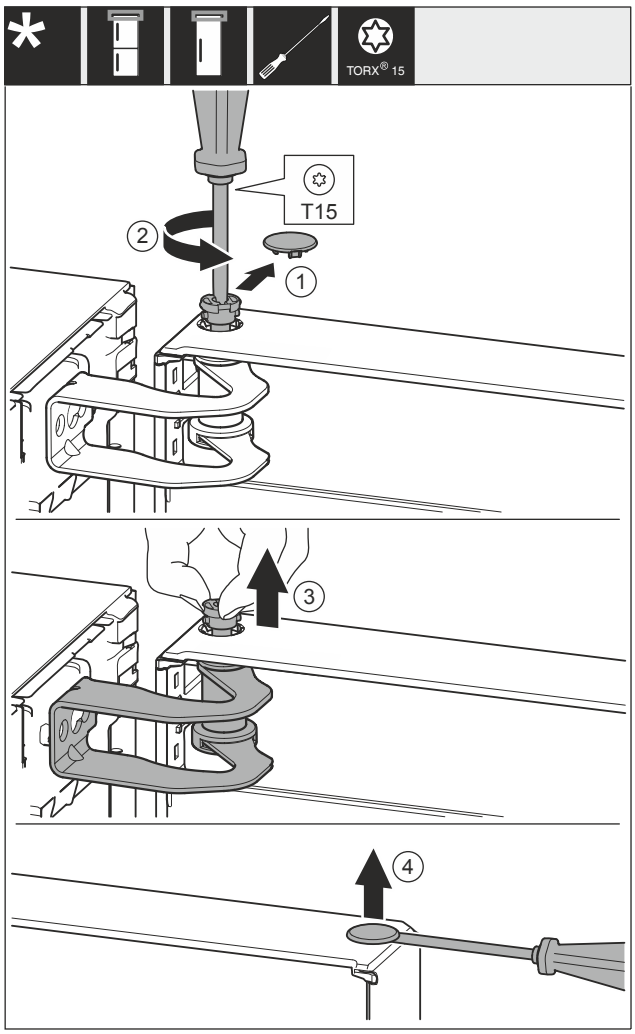

Fig. 17
▶ Afdekking *Fig. 17 (1)* voorzichtig wegnemen.
▶ Bouten *Fig. 17 (2)* met een schroevendraaier iets losdraaien.
▶ Bouten *Fig. 17 (3)* met de vingers er uit trekken.
▶ Afdekking *Fig. 17 (4)* voorzichtig met een schroevendraaier optillen en verwijderen.